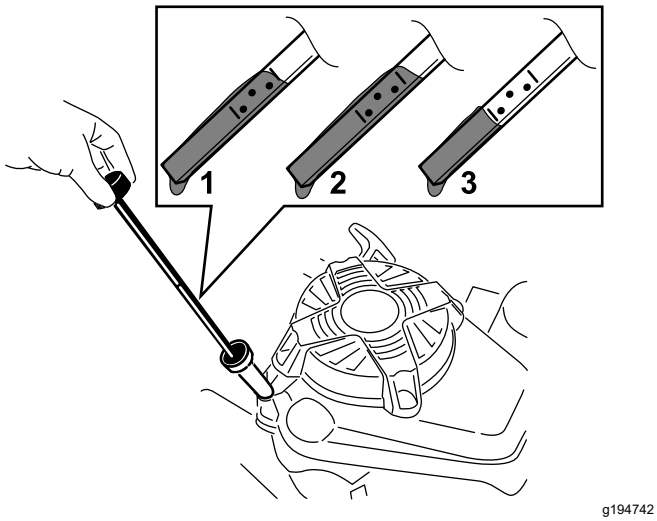

**Figure 26**
3. Tournez le bouchon dans le sens antihoraire et sortez la jauge (Figure 26).
10. Vérifiez le niveau d'huile indiqué par la jauge (Figure 26).